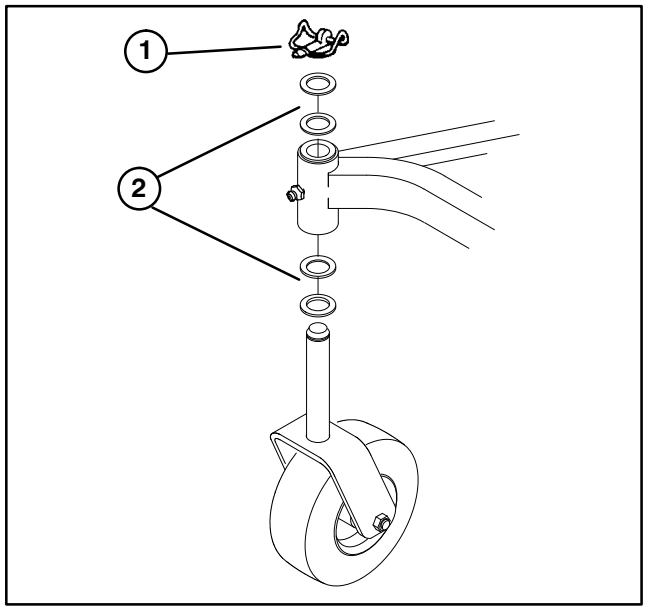

Figure 22
4. Insert pin punch into top or bottom of mounting tube and drive bushing out of tube (Fig. 22). Also drive other bushing out of tube. Clean inside of mounting tube to remove any dirt.